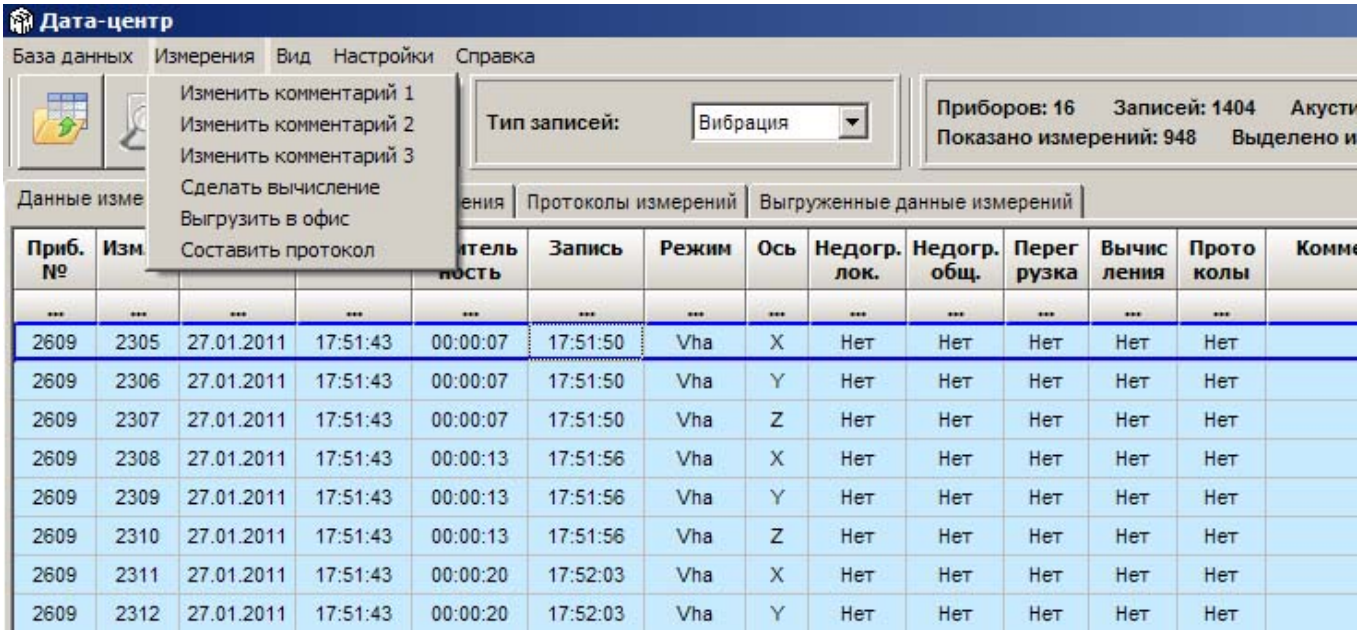

Рисунок 3.3. Пункт «Измерения»
3.1.2. В пункте «Измерения» находятся операции, которые можно применить к измерениям, выделенным в основной таблице архива. Выделенные измерения отмечены цветом. «Активное» измерение дополнительно отмечено рамкой, рис. 3.3.